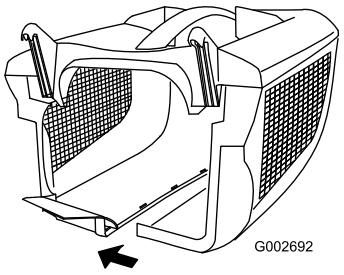

Рисунок 9
3. Совмещайте и сжимайте до защелкивания остальные боковые защелки в направлении от задних частей к передним (Рисунок 9).